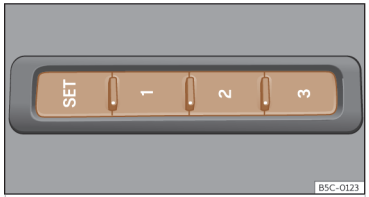

Abb. 98 Außen am Fahrersitz: Memory-Tasten.
- Taste SET länger als 1 Sekunde drücken ››› **(Abb. 98)**.